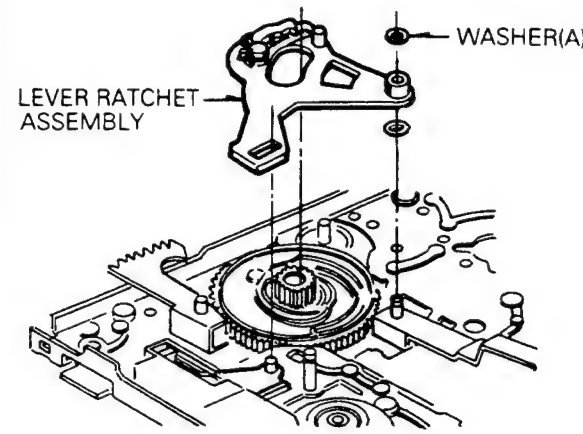

Fig. B-25-1 Lever Ratchet Assembly
1) Remove the washer(A) and remove the Ratchet Lever Assembly.(Fig. B-25-1).